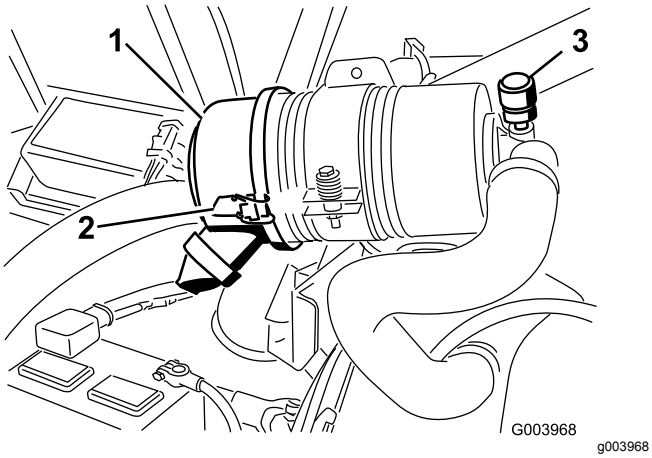

Figure 51
Faites l'entretien du filtre à air uniquement quand l'indicateur de colmatage (Figure 51) indique que cela est nécessaire. Changer le filtre à air prématurément ne fait qu'accroître le risque de contamination du moteur par des impuretés quand le filtre est déposé.
1. Desserrez les attaches qui fixent le couvercle sur le boîtier du filtre à air (Figure 51).